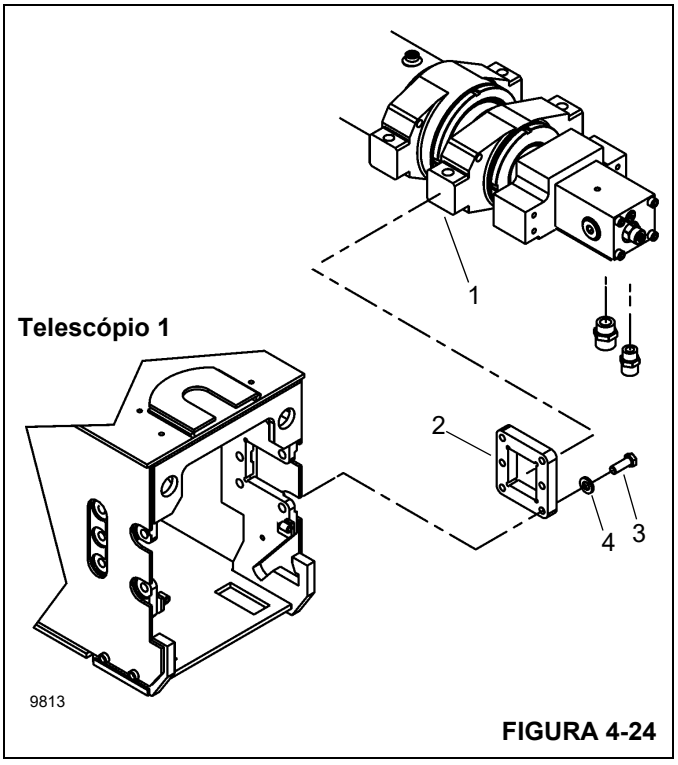

FIGURA 4-24
7. Instale sem apertar as placas do munhão (2, Figura 4-24) nos flanges do cilindro telescópico (1).
10. Instale os parafusos (3 Figura 4-24), as arruelas (4) e as placas do munhão (2) para prender o cilindro telescópico na lança da seção do Telescópio 1.